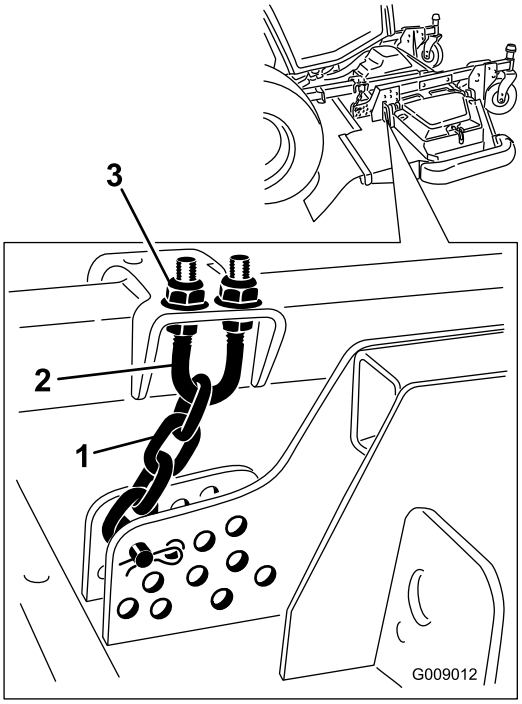

**Figur 140**
5. Løsn kontramøtrikkerne oven på eller under klippehøjdekædens bøjleskrue (Figur 140).